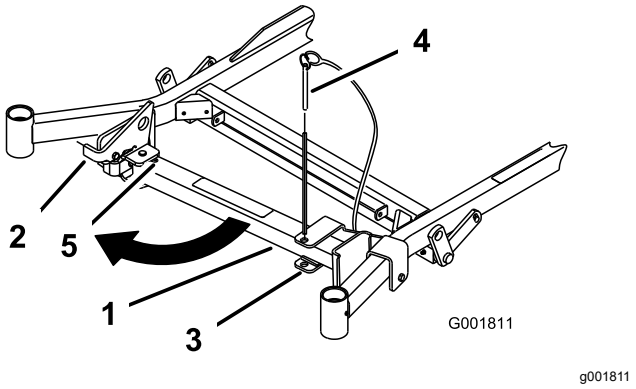
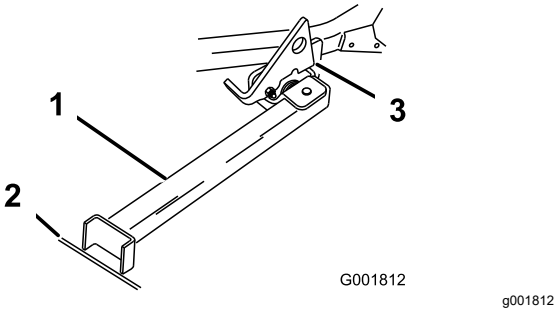

**Figur 44**
**Figur 45**
2. Fjern beslagpinden (Figur 44).
4. Sving standens fod ud fortil, og skub den mod maskinen, ind nederst i rillen (Figur 44 og Figur 45).
5. Placer standens fod på jorden, og lad låsen hvile på drejetappen (Figur 45).
**Bemærk:** Det bedste resultat opnås, hvis standens fod placeres i en revne i fortovet eller i plænen (Figur 45).
7. Kør maskinen op på standen. Stands, når låsen falder over tappen i låst position (Figur 45).
5. Sæt den tilbage til hvileposition (Figur 44).